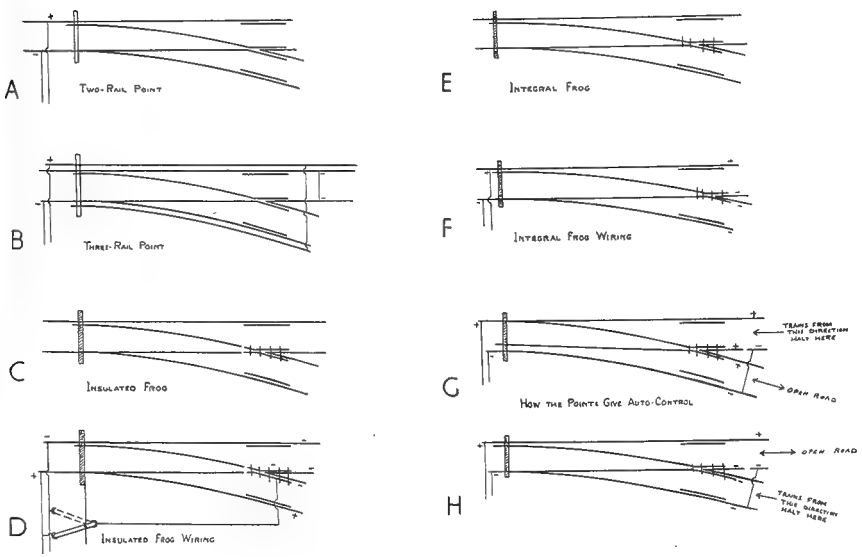

FIG. 1
The fact is that the actual underlying requirements of both systems are exactly the same—correctly laid track, successful current-collecting and careful wiring. The only special demand of two-rail is the insulation of all wheels, and now that the commercial houses have seriously taken up the idea, these wheels can be had as easily as those formerly sold for three-rail. And against this little extra outlay of thought and care we may place the fact that the remainder of two-rail equipment is far cheaper and less extensive than could be said of its earlier and interloping competitor. An evidence of the truth of this statement may be had by consulting Fig. 1 (A and B), where I have given a diagram of a two-rail point along with one of its three-rail brother. The contrast needs little comment! For two-rail, well, the point is simply a point, while for three-rail it is a conglomeration of useless metal-work.
It is not generally realised that there is not merely one, but that there are many systems within the system. The earlier idea was that of the insulated frog (Fig. 1 (C)). Here, at a turnout, the entire frog was cut off by gaps from the blade end of the mechanism, though bonded as one piece in itself. When the point was supplied with current, the frog, with the tracks beyond it, was left dead. Because it was thus dead, it was necessary to feed it separately with current according to the lie of the point-blades and the requirements of the open road. For this purpose, it was usual to fit a small sliding switch on the point rod, which, when the point was operated, fed the current as negative or positive according to the polarity of the inner running-rail to be used. Every point, therefore, required one of these tie-rod switches to render it efficient, and that in itself was a great work.
It may be taken, I think, that the insulated frog system is now entirely superseded, unless at occasional locations where the conditions demand such special isolation. The point having an integral frog, or a frog in one piece and one circuit with the rest of the point, is now the style in general use. It is illustrated in Fig. 1 at E, its appropriate wiring being shown at F. It will be realised that when the frog was cut away by gaps from the rest of the structure the entire strength of the unit was jeopardised, whereas the integral frog makes a thoroughly robust and unified structure, while of course avoiding many complications.